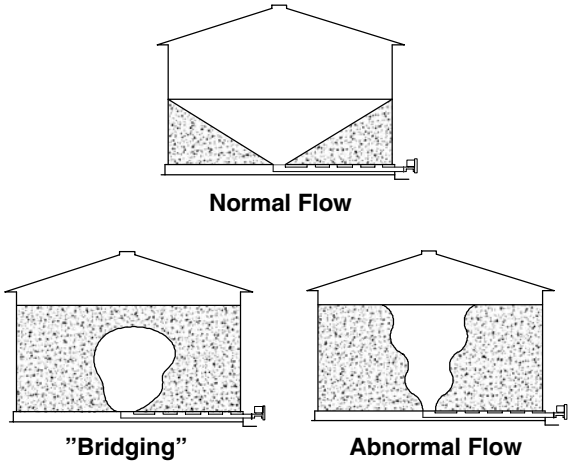

**Fig. 1**
**WARNING! Do Not enter the bin if the grain has "Bridged" or has not flowed normally out of the bin (See Fig. 1). The grain may suddenly break loose and bury resulting in suffocation.**